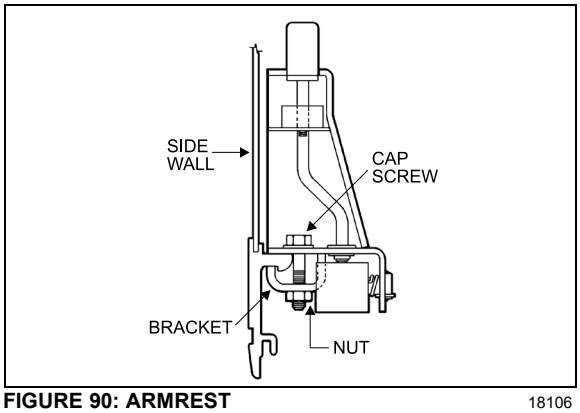

**FIGURE 90: ARMREST** 18106
4. Remove 2 cap screws, nuts, and washers holding seat frame to side wall and retain the 2 holding brackets. See Figure 90.